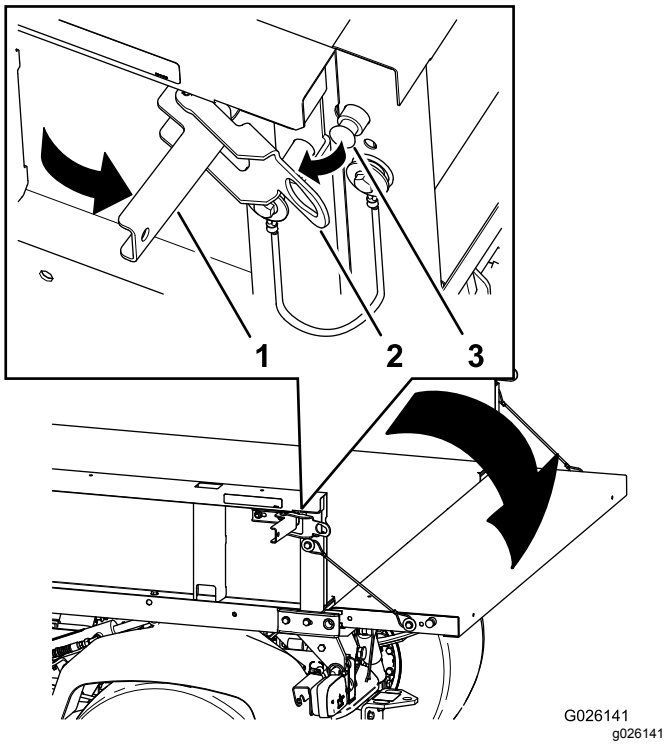

Figur 16
2. Åpne låsene på venstre og høyre side av lasteplanet, og senk baklemmen (Figur 16).